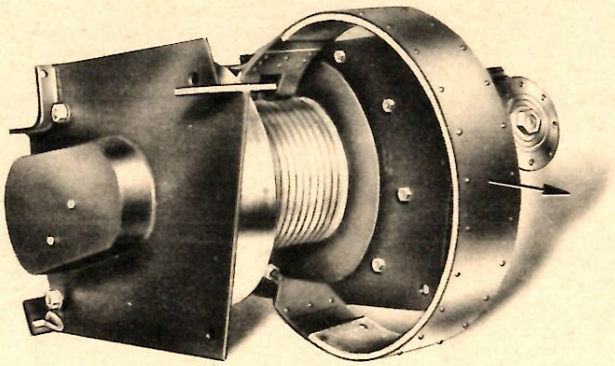

Bild 7
i) Bremsband über Seiltrommel nach unten abziehen (Bild 7)